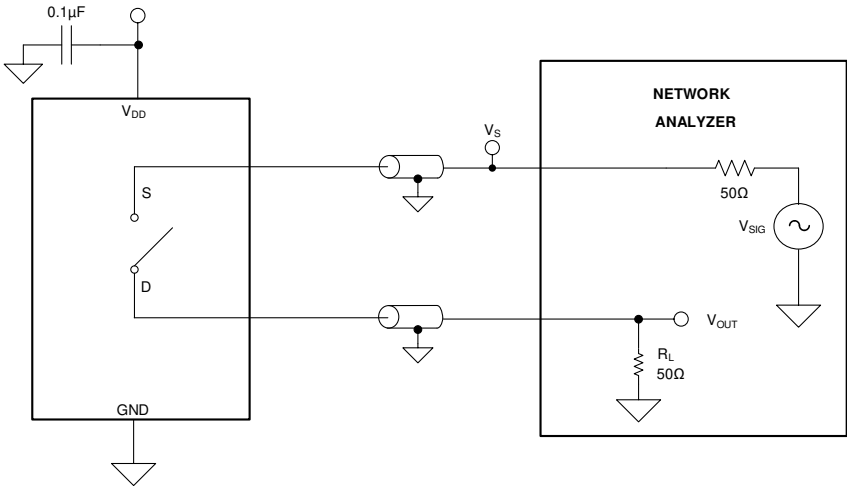

Figure 21. Off isolation measurement setup
Off isolation is defined as the ratio of the signal at the drain pin (D) of the device when a signal is applied to the source pin (S) of an off-channel. The characteristic impedance, Z_0, for the measurement is 50 Ω. Figure 21 shows the setup used to measure off isolation. Use off isolation equation to compute off isolation.